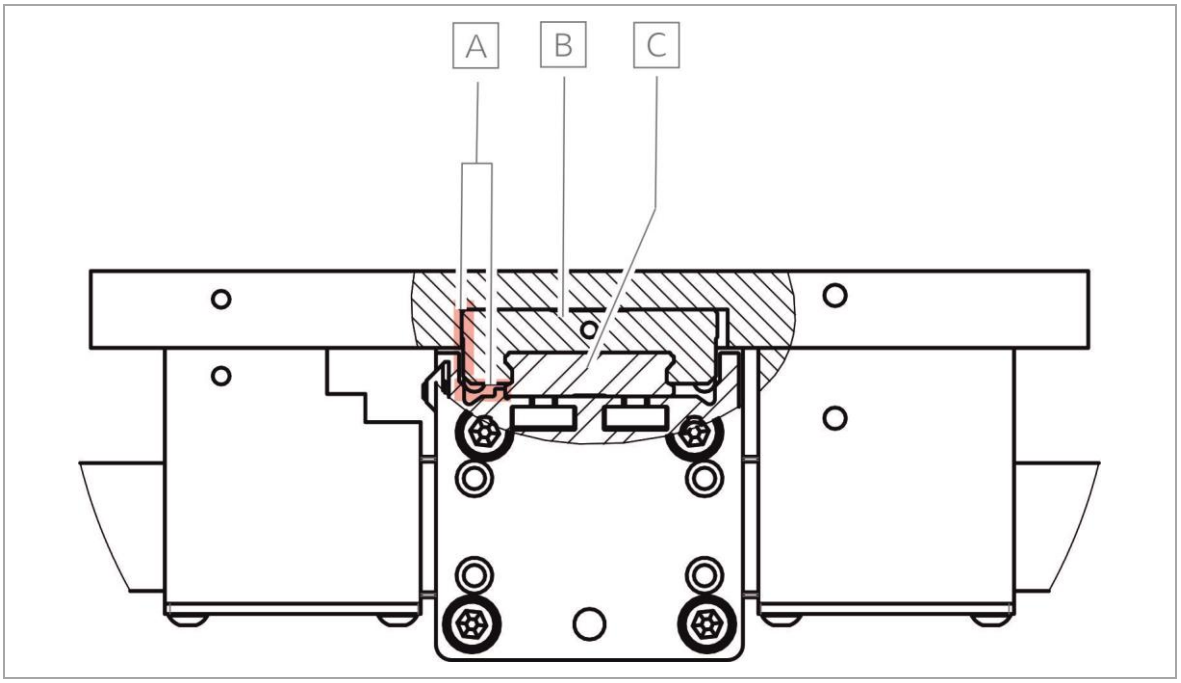

Figure 37 Reference side of the guide carriage at the module 60/33
Observe reference side (see Figure 37, 51).
(1) The ground surface of the guide carriages [J] is the reference surface (see Figure 37, 51) and applied to the adapter plate.